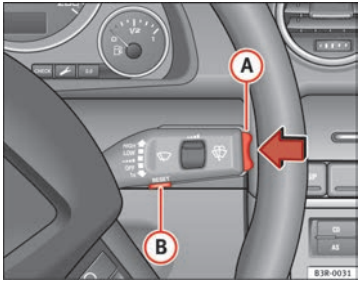

Fig. 60 Windscreen wiper lever: Onboard computer controls
Press RESET button (B) ⇒ fig. 60 to switch back and forward between onboard computer functions 1 and 2.
The driving time warning can be switched off by briefly pressing the function selector switch or the Reset button ⇒ fig. 60.
– Press the top or bottom of the function selector switch (A) ⇒ fig. 60. This displays the functions of the onboard computer in sequence.